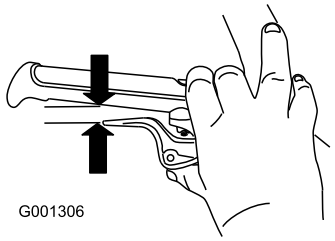

Figuur 9
5. Duw de hendel volledig in en controleer de vrije ruimte tussen de onderkant van de handgreep en het uiteinde van de wielkoppelingshendel (Figuur 9).